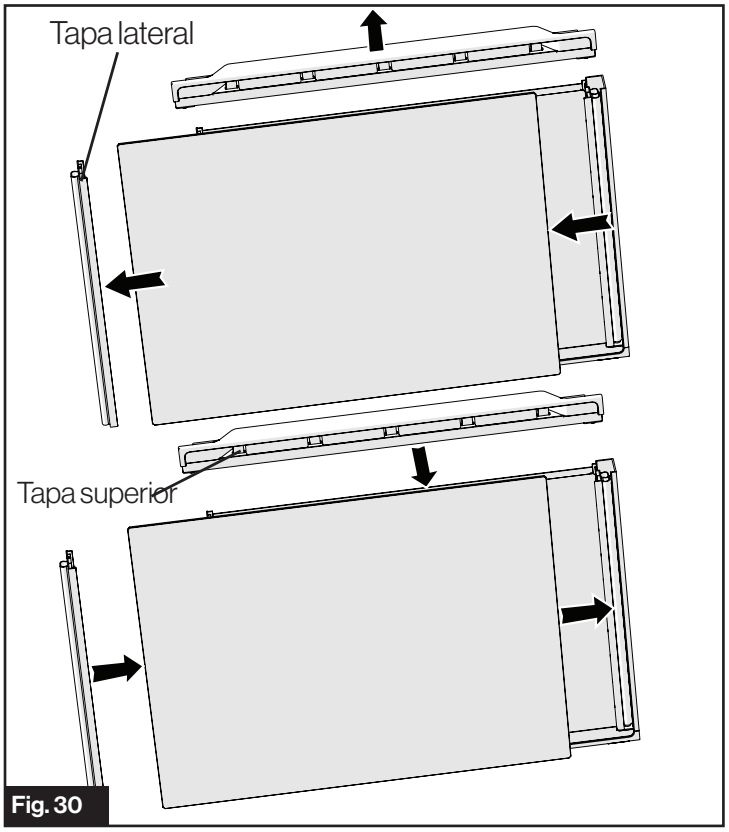

Fig. 30
2. Retire la tapa lateral. Deslice hacia afuera el panel de la puerta del congelador y sustitúyalo por uno nuevo. Vuelva a instalar la tapa superior y la tapa lateral. (Fig. 30)